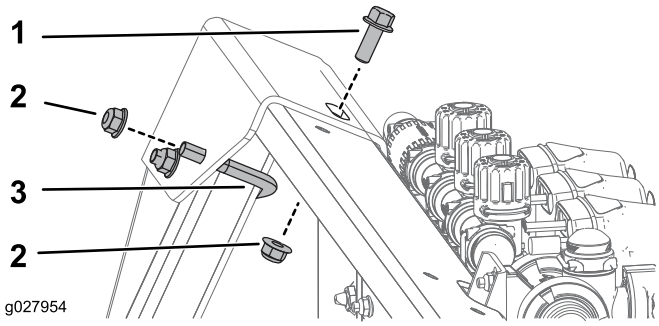

Figur 3
2. Fäst bakändan av det övre fästet med en U-skruv, en skruv (3/8–16 x 1 tum, GR5) och tre flänsmuttrar (3/8–16 tum) enligt Figur 3.